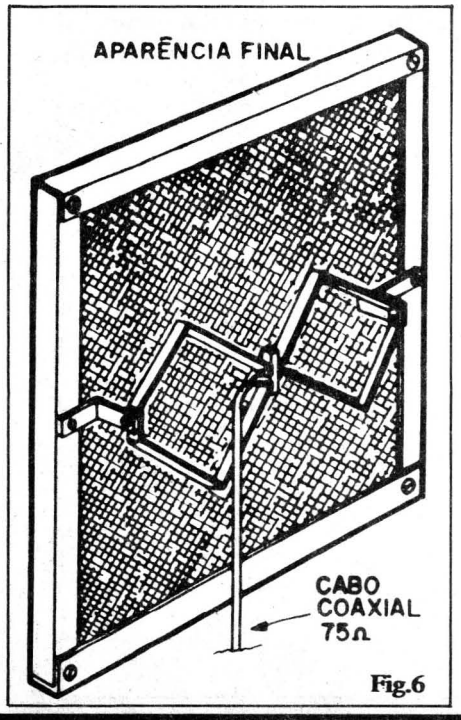

Fig.6
- **FIG. 6** - Mais um detalhe final de como a antena fica: é o quadro refletor (forrado com a tela de arame), com a "borboleta" (duplo dipolo) à sua frente, centrada, afastada e fixada pelos elementos em "L". O cabo coaxial de descida também é visto (em 5-A e 5-B o cabo é mostrado, na sua ligação ao "NÓ" da antena...).